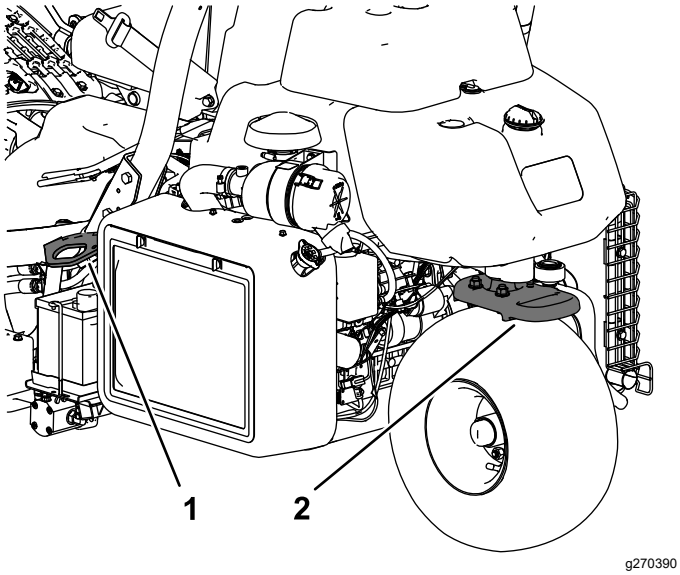

Figur 26
- Fastgør maskinen med stropper, kæder, kabler eller reb. Både den forreste og bageste strop bør føres ned og udad fra maskinen (Figur 26).